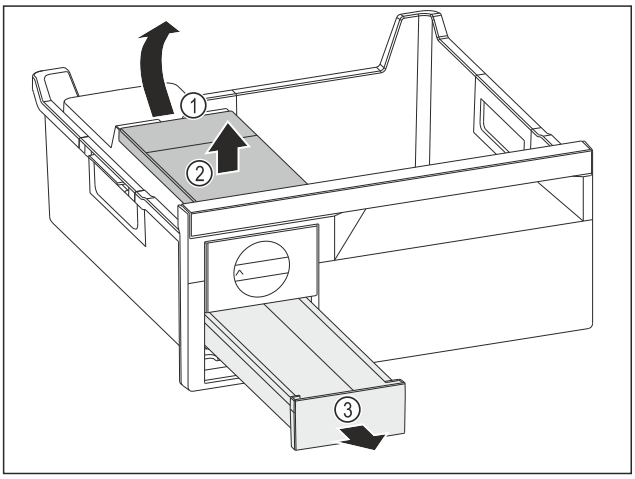

Fig. 120
▶ Извлеките бак для воды: Поднимите бак для воды за выемку *Fig. 120 (1)*.
▶ Извлеките бак для воды *Fig. 120 (2)* движением вверх.
▶ Извлеките выдвижной ящик для кубиков льда *Fig. 120 (3)* движением вперед.